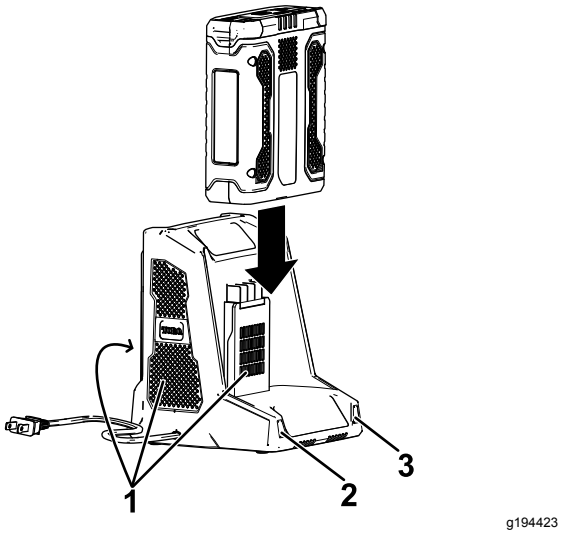

Figura 8
5. Fate scorrere il pacco batteria nel caricabatteria fino a quando non è completamente in sede (Figura 8).